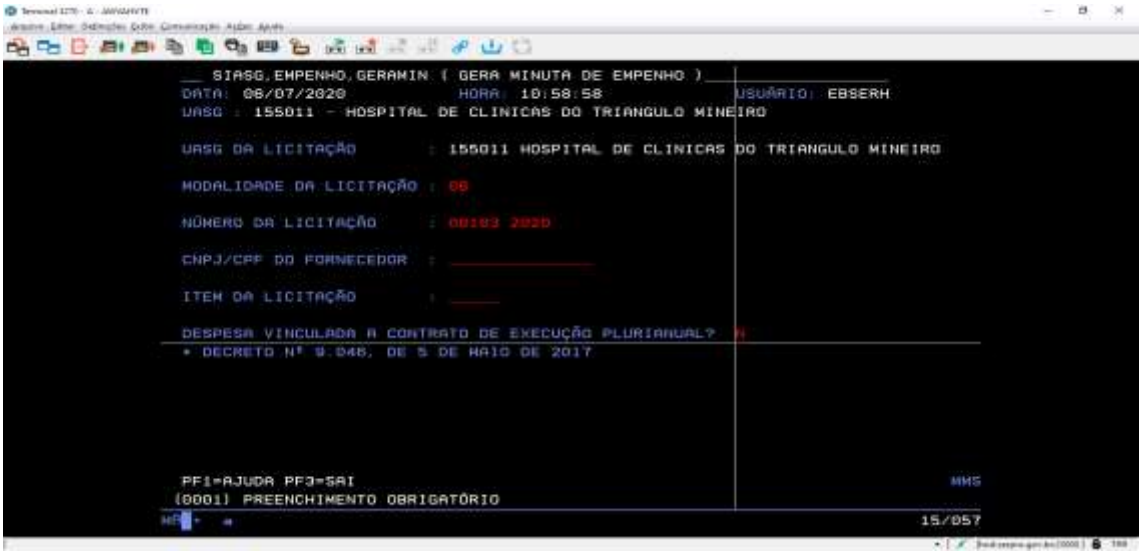

Figura 22: Gerar Empenho Estimativo
- Na próxima tela deverá ser inserida a seguinte informação, selecionando com "X"(Figura 22):